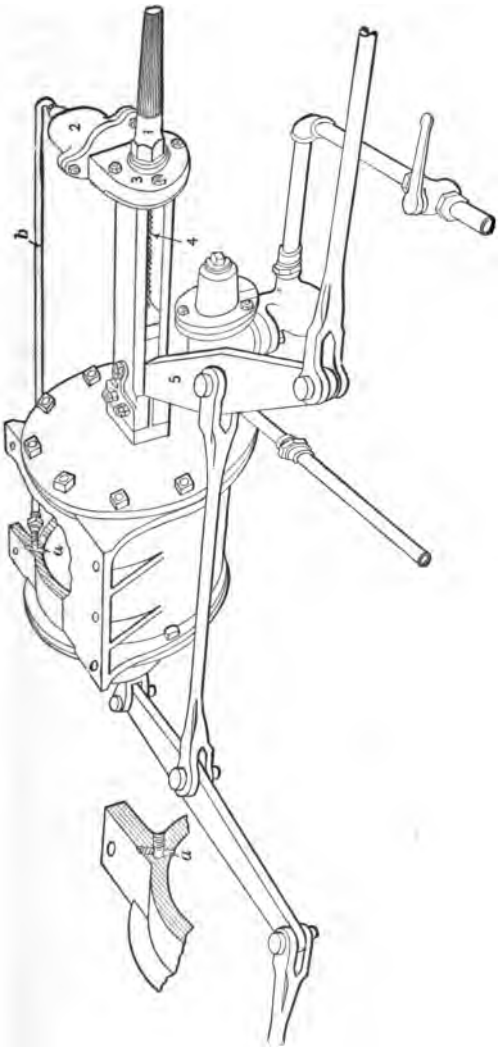
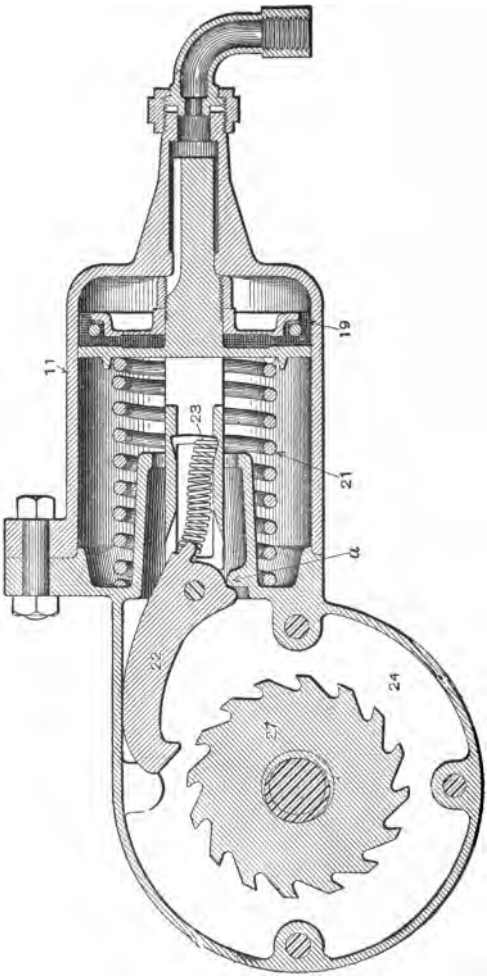
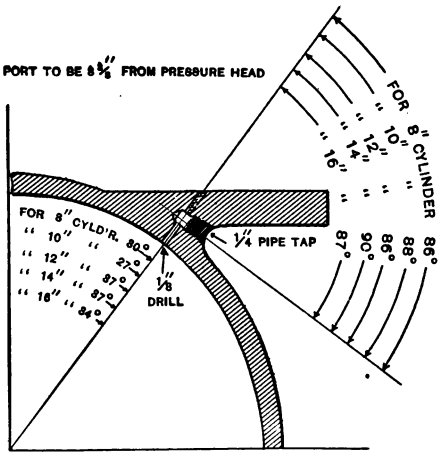

FIG. 12.—SHOWING APPLICATION OF AMERICAN BRAKE SLACK ADJUSTER TO A PASSENGER CAR EQUIPMENT.
FIG. 13.—SECTIONAL END VIEW OF AMERICAN AUTOMATIC BRAKE SLACK ADJUSTER.
FIG. 14. — SHOWING PROPER METHOD OF DRILLING BRAKE CYLINDERS WHEN USED WITH THE AMERICAN AUTOMATIC BRAKE SLACK ADJUSTER.
*Q. Name the different parts of the American Brake Slack Adjuster shown in Fig. 13?*
*Q. Name the parts shown in Fig. 12?*
*Q. What is the object of the lug a (Fig. 13)?*
A. As illustrated in Fig. 13, its object is to lift the pawl out of the ratchet nut (27) when the adjuster piston is in release position. In the position shown the ratchet nut can be turned by hand to take up or let out slack when necessary, as when applying new brake shoes.
A. In Fig. 13 it is shown in the normal or release position. If there is sufficient slack in the brake rigging, so that the piston in the large cylinder (Fig. 12) uncovers port *a* when the brake is applied, cylinder pressure will pass through port *a*, pipe *b*, and into cylinder 11 (Fig. 13). The piston will be forced out,
When the brake is released and the piston in the brake cylinder is forced to release position by the release spring, port *a* is connected with the non-pressure end of the cylinder, hence the air in the slack adjuster cylinder passes through pipe *b* (Fig. 12), port *a*, and out to the atmosphere through the non-pressure head.
When the air is released from the slack adjuster cylinder the piston spring 21 forces the piston back and it in turn, through the pawl, turns the rachet nut which draws the screw away from the cylinder. Lever 5 (Fig. 12) is fastened to a crosshead attached to the adjuster screw, hence the lever is moved correspondingly, the effect of which is to draw all the brake shoes nearer to the wheels.
*Q. How many teeth does the pawl skip at each movement of the adjuster piston throughout its stroke, and what movement of the crosshead attached to lever 5 (Fig. 12) result?*
*Q. If the adjuster nut 1 (Fig. 12) is moved one turn, how far will the crosshead attached to the lever 5 be moved?*
A. The location of port *a* in the brake cylinder (Fig. 12). It is usually located to obtain an eight-inch "running" travel.
A. By turning the ratchet nut 1 (Fig. 12) to the left.
A. Drill port *a* so that brake cylinder pressure can reach pipe *b* after the cylinder piston has travelled eight inches and erect the parts and piping as shown in Fig. 12, pipe *b* to be copper. The upright part of port *a* (Fig. 14) is drilled with a ⅛-inch drill and the upper portion plugged; the part of the port into which pipe *b* connects is drilled and tapped for ¼-inch pipe. After erecting, test joints with soap suds. Next put on a new set of brake shoes and adjust the piston travel by means of the dead levers, from six to six and one-half inches. The length of the different rods should be such that the dead and live levers will have an inclination so that when the shoes are worn out they will have a corresponding inclination in the opposite direction.
A. The adjuster is so designed that the crosshead, when at the end of its stroke, is drawn against a set screw next to the cylinder casing 3 (Fig. 12), but not shown in the cut. Removing this set screw permits of a further movement of the crosshead and the usual operation takes place, allowing the pawl to be disengaged. The adjuster nut may then be turned by hand, thus moving the crosshead nearer the large cylinder for the purpose of giving sufficient slack to permit of the application of new brake shoes. The set screw should always be replaced after the pawl has been liberated and the crosshead moved back.